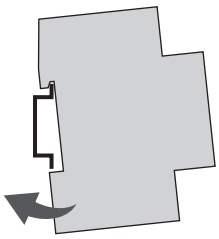

Fig. 4: Montage sur rails DIN
1. Placez l'horloge modulaire par le haut sur le rail DIN (Fig. 4) et appuyez-la vers l'arrière jusqu'à ce qu'elle s'encliquète.